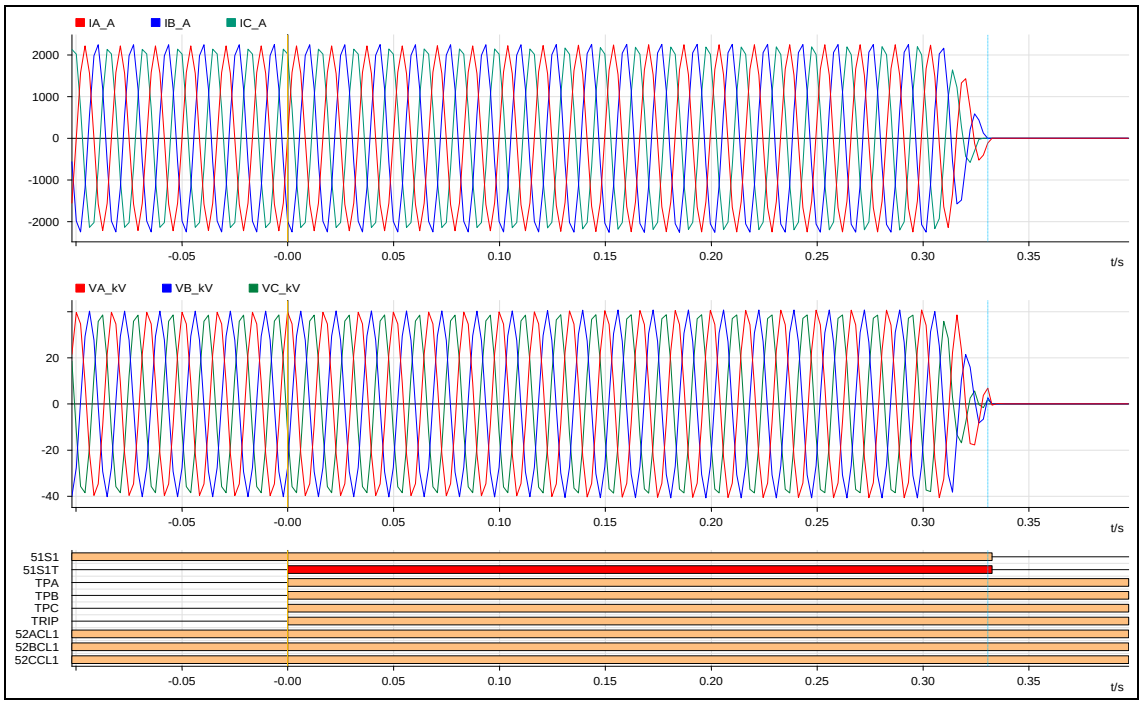

Figura 5. Registro oscilográfico del relé SEL-421 de la línea L-6609 de 60 kV en la S.E. Independencia (Fuente: COELVISAC)
11.6 En la S.E. Independencia, luego de 954 ms de iniciada la falla, se produjo la activación de la protección de sobrecorriente de fases (51) del relé SEL-421 de la línea L-6609 de 60 kV, la cual operó como respaldo para despejar la falla en la S.E. Lomas. Sin embargo, ante la orden de disparo, el interruptor de 60 kV en la S.E. Independencia permaneció cerrado (ver Figura 5).